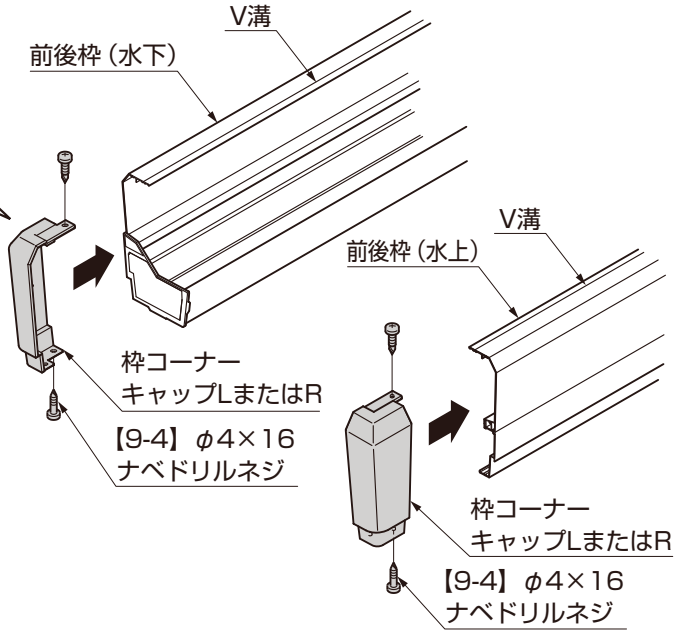

図9-3　枠コーナーキャップの取付け
②枠コーナーキャップを、前後枠に【9-4】でV溝に合わせて取付けてください。（図9-3参照）